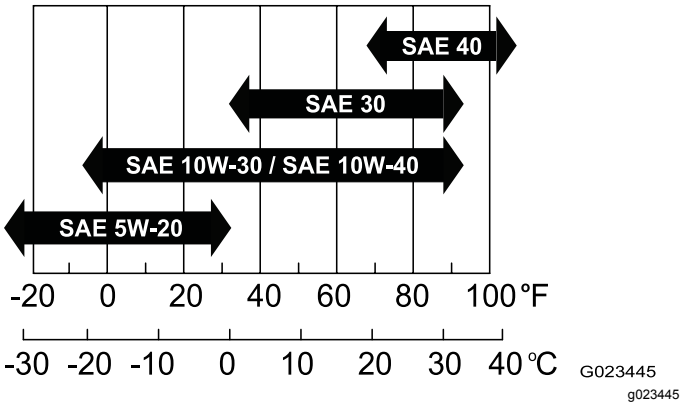

Figur 37
- **Viskositet:** SAE 30; se følgende skema med oplysninger om andre viskositeter (Figur 37):